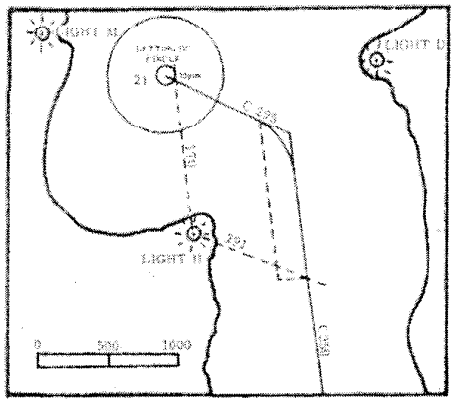

Figure 11
2. From the center of the berth, lay off the intended track, selecting appropriate approach courses and navigational aids for fixing your ship's position enroute, and locate turn bearings marks at predetermined points where turns are necessary. Your final approach should be with your ship heading *into the current, if possible; or, if the wind has* the. greater effect, then into the wind. In either case you should steady your ship on the final approach track 500 yards before reaching the letting go point. It is also of great value if you can select an approach track which runs through the center of the berth to a navigational aid or to a range. (See figure 11.) As you approach the anchorage, you can maintain the constant bearing of the aid or range from the center of the berth. If no such aid is available, or if the aid previously selected becomes obscured, your positions with consecutive fixes with respect to the approach track (to the right of it or to the left of it) will permit you to recommend a change of course to conn the ship back on the approach course.